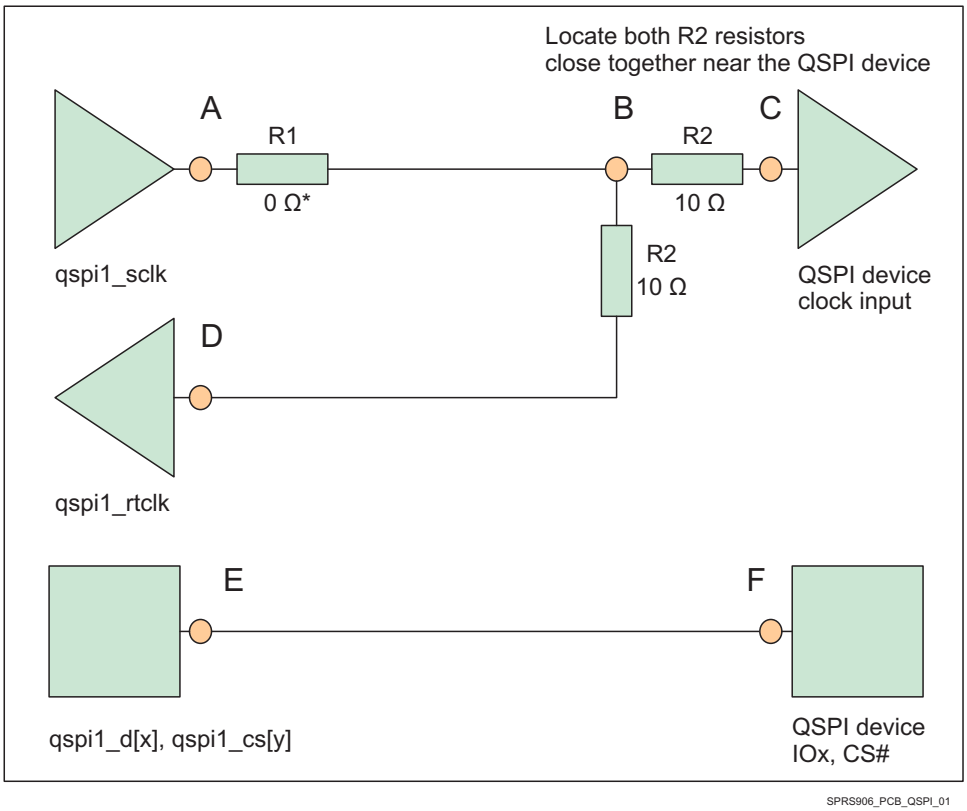

Figure 8-30. QSPI Interface High Level Schematic
- 50 Ω PCB routing is recommended along with series terminations, as shown in Figure 8-30.